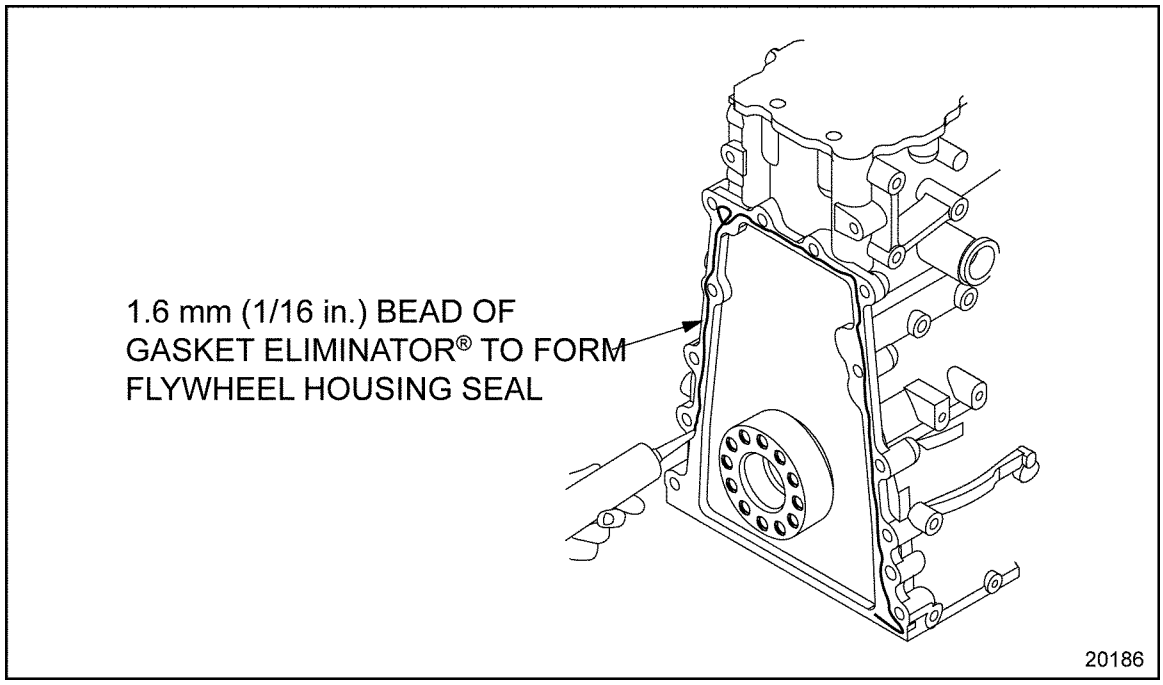

Figure 1-254 Gasket Eliminator® Installation
1. Apply a continuous 1.6 mm (1/16 in.) bead of Loctite® 509 Gasket Eliminator®, or equivalent, to the cylinder block where it mates with the flywheel housing. See Figure 1-254.